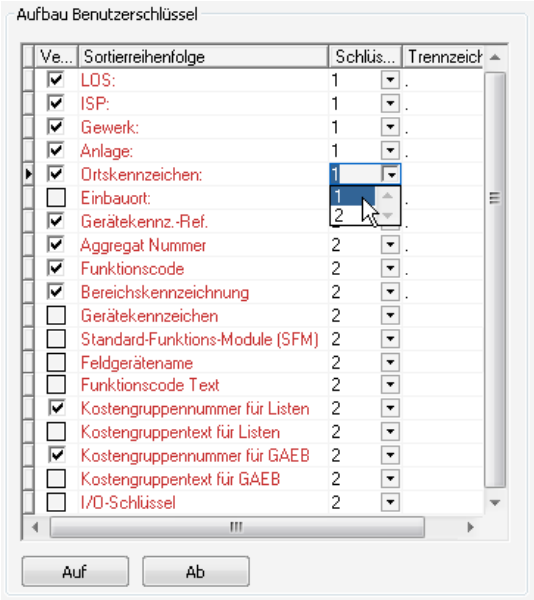

Bild 15.7 – Definition der Linienstärken
- Definieren Sie nun die *Linienstärke 0.1500 mm,* die somit für alle Plotstile vorgeschrieben ist (Abb. 15.7).